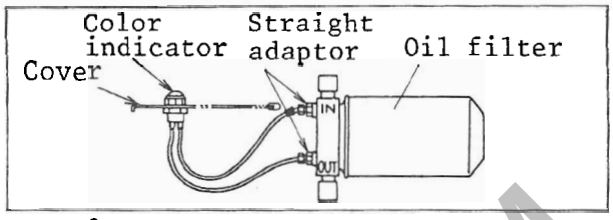

Fig. 3
2) Remove the straight adapter of color indicator from the oil filter, then take off the cover, seat, fender, side cover, and so forth (Fig. 3).